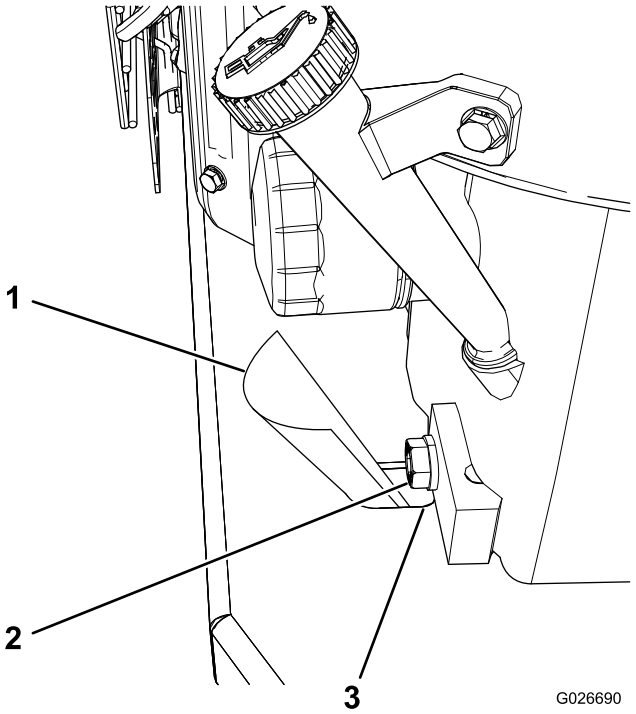

**Figur 39**
**Obs:** För in en bit papper eller tunn kartong i avtappningsöppningen för att leda oljan bort från motorns fästplatta (Figur 39).